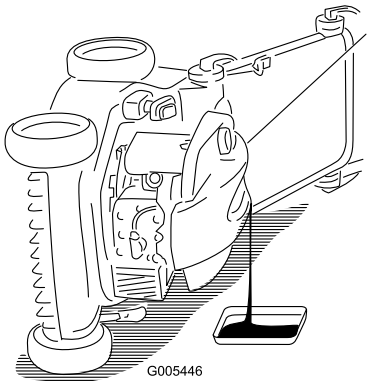

Figuur 24
3. Kantel de machine op de zijkant (met het luchtfilter naar boven) om de oude olie via de vulbuis weg te laten lopen (Figuur 24).